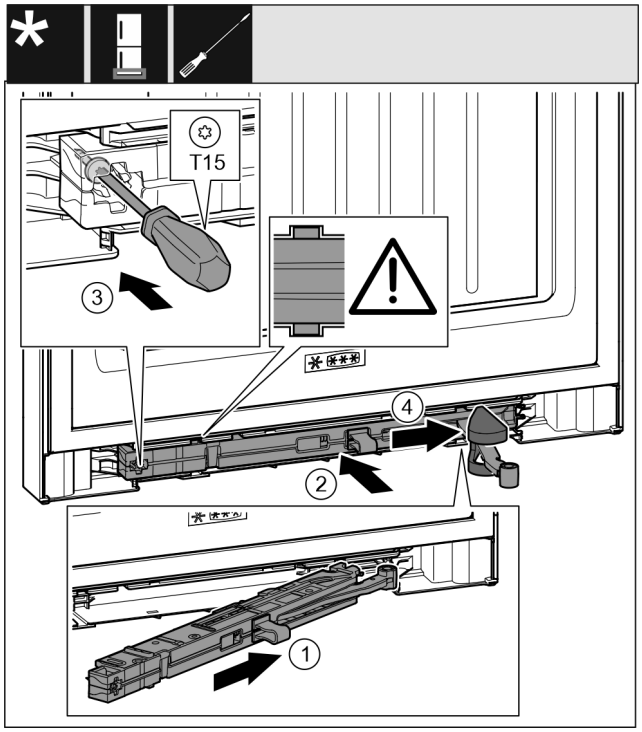

Fig. 31
- ▶ On the swap bearing block side, slide the closing damper unit *Fig. 31 (1)* into the recess at an angle up to the stop.
- ▶ Push the closing damper unit *Fig. 31 (2)* into the recess completely.
- ▶ Use a screwdriver to tighten the screw *Fig. 31 (3)*.
- ▶ Push the cover *Fig. 31 (4)* over the joint.